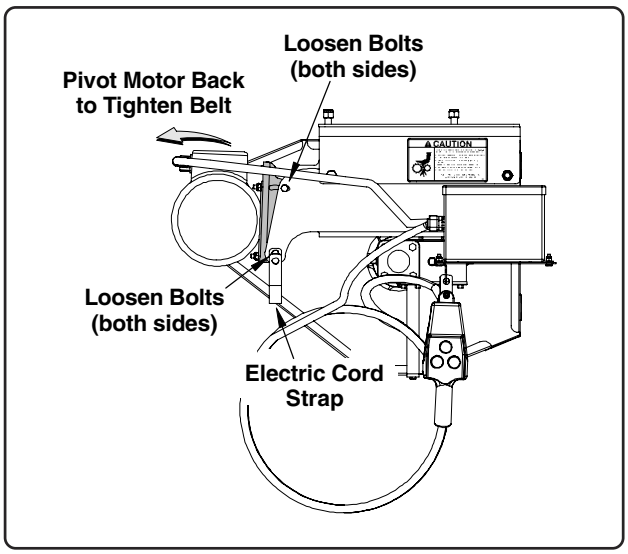

Fig. 13
3. To adjust belt tension, loosen the four bolts securing the motor mount plate (two bolts on each side of motor mount plate, the lower bolt on the right-hand side also secures the electric cord strap hanger, See Fig. 13).